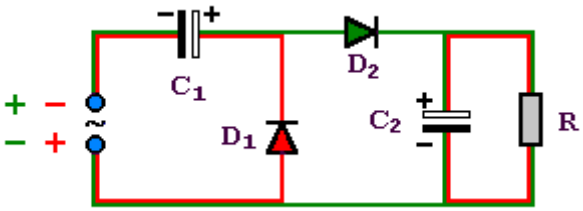

Abb. 1: Kaskadengleichrichter
b. Verfolgen Sie den Weg des Stromes durch die beiden Dioden während der beiden Halbphasen der Wechselspannung (s. Abb. 1). Erklären Sie, warum am Ausgang eine pulsierende Gleichspannung vorliegt.